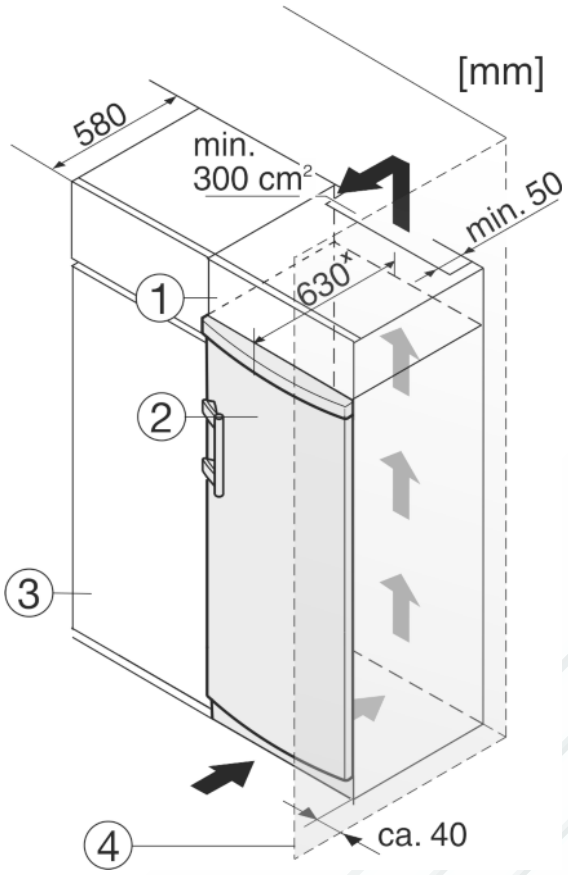

Fig. 9
Устройство может быть окружено предметами кухонной обстановки. Чтобы уравнять устройство *Fig. 9 (2)* по высоте с кухонной стенкой, можно установить над устройством соответствующий дополнительный шкафчик *Fig. 9 (1)*.
При комбинировании с кухонными шкафами (глубина макс. 580 мм) устройство можно установить непосредственно рядом с кухонным шкафом *Fig. 9 (3)*. Устройство выступает сбоку на 34 ммx и по центру на 50 ммx относительно передней стенки кухонного шкафа.
Если устройство установлено на шарнирах у стены *Fig. 9 (4)*, то расстояние между устройством и стеной должно быть не менее 40 мм. Настолько выступает ручка при открытой дверце.